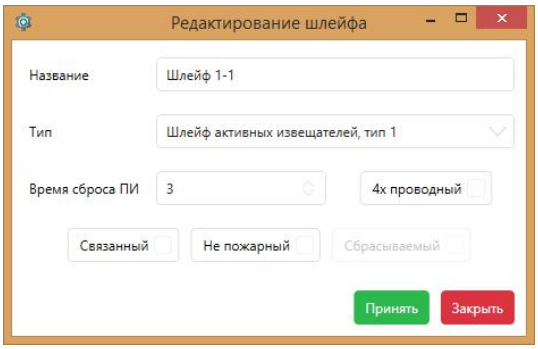

Рис. 6 - Окно «Редактирование шлейфа»
2) В появившемся окне (см. рисунок 6) изменить основные параметры шлейфа (см. таблицу 4);